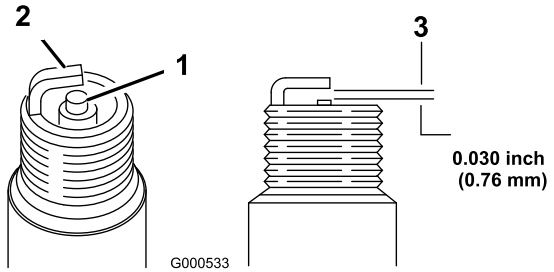

Figur 29
2. Koble ledningen fra tennpluggen (Figur 29).
5. Juster åpningen på tennpluggen til 0,76 mm (Figur 29).